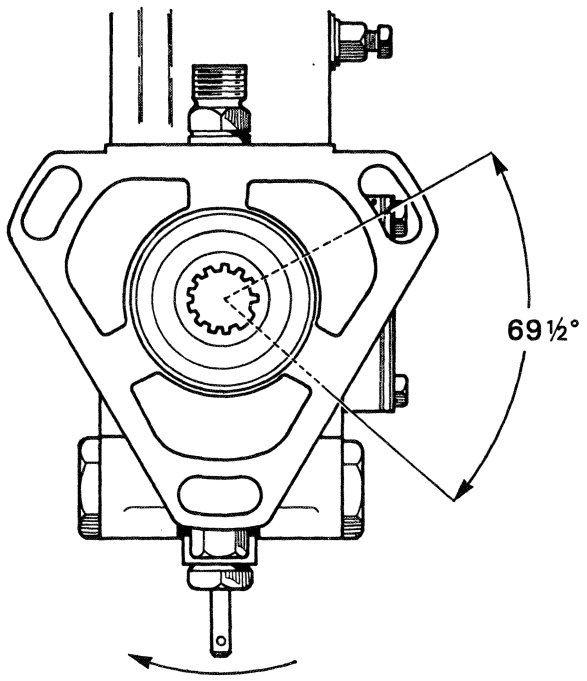

Figure 16. SETTING THE INJECTION PUMP
3. Measure 69½° from the blank spline by means of the scale on the tool and mark the pump flange (Fig. 16).